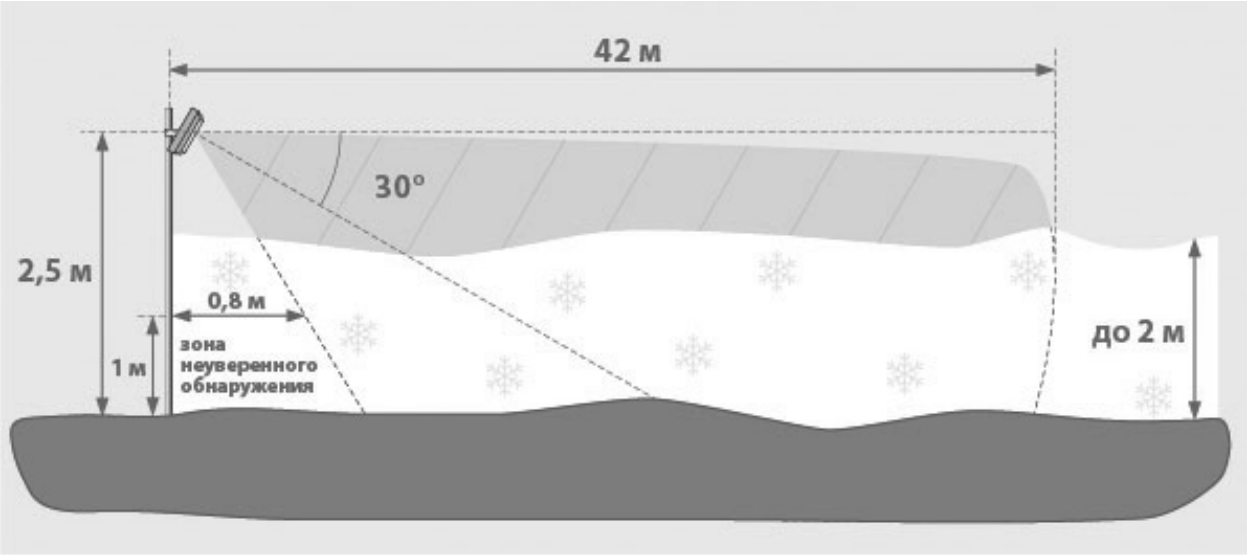

Рисунок 2.4 – Установка извещателя на высокой опоре в местах с высотой снежного покрова до 2 м
2.3.3.3 При установке извещателей на высоких опорах (см. рисунок 2.4) необходимо обеспечить оптимальный угол наклона оси зоны обнаружения извещателя – 30^0 относительно горизонта. В этом случае сохраняется обнаружительная способность на всем протяжении зоны обнаружения – 42 м.